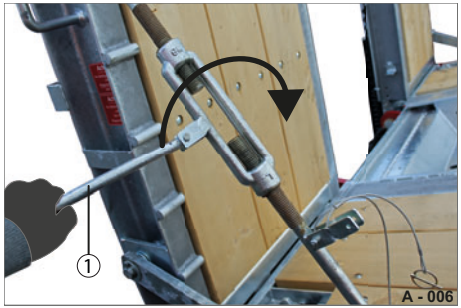

Abb. 5 Spannschloss aufdrehen
▶ Drehen Sie mit dem Spannhebel (Abb. 5/1) das Spannschloss soweit auf, bis sich das Gestänge vom unteren Bolzen am Fahrgestell abnehmen lässt.